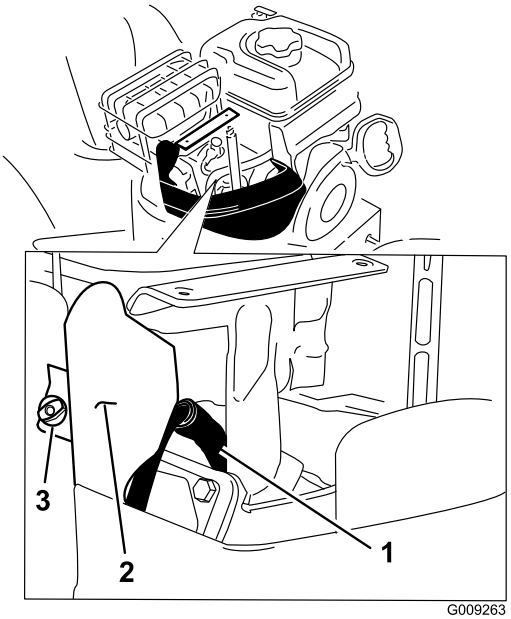

Figur 34
4. Ta bort fästets vingmutter och fästet (Figur 34).
5. Rengör runt basen på tändstiftet (Figur 34).